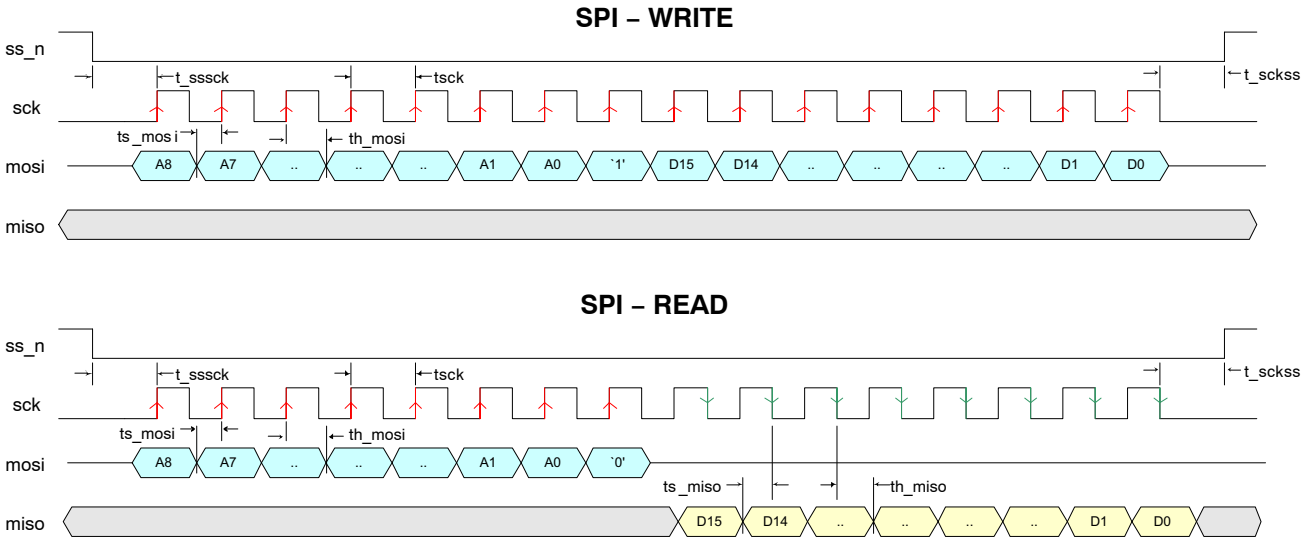

Figure 20. SPI Read and Write Timing Diagram
Figure 20 shows the communication protocol for read and write accesses of the SPI registers. The PYTHON sensor uses 9−bit addresses and 16−bit data words.
2. One SPI clock cycle after selecting the sensor, the 9−bit address is transferred, most significant bit first. The sck clock is passed through to the sensor as indicated in Figure 20. The sensor samples this address data on a rising edge of the sck clock (mosi needs to be driven by the system on the falling edge of the sck clock).